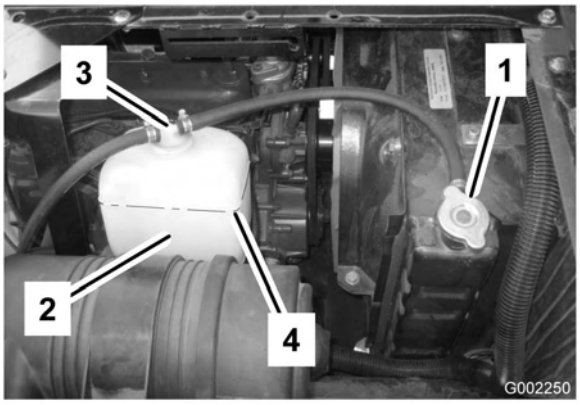

Figur 53
2. Ta bort kylarlocket när motorn är kall (Figur 53).